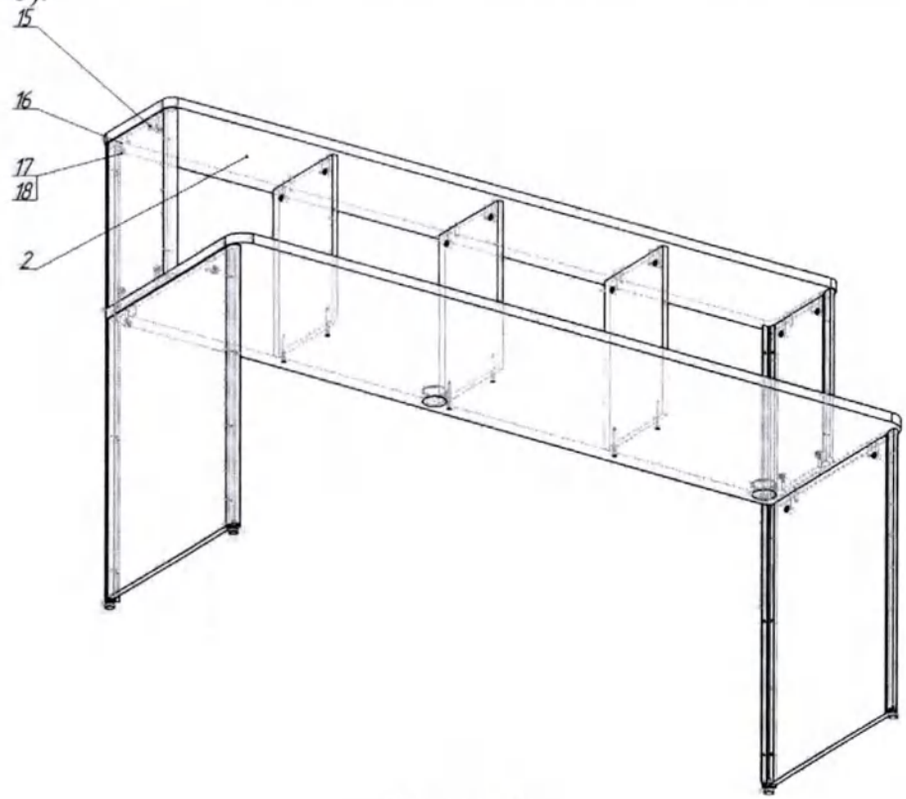

Рисунок 5
4.19. С помощью крестовой отвертки или шестигранного ключа, поворачивая по часовой стрелке эксцентрики, притянуть столешницу надстройки к панелям надстройки. Закрыть эксцентрики заглушками (18) (рисунок 5).